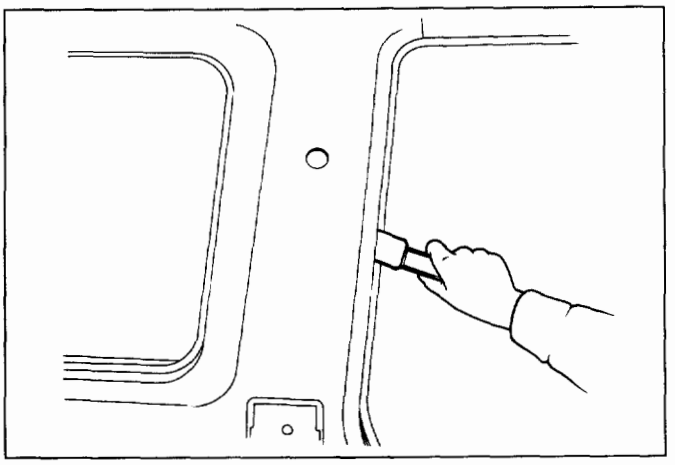

Fig. 10-105
10. **Quarter upper trim cover. (Fig. 10-105)**